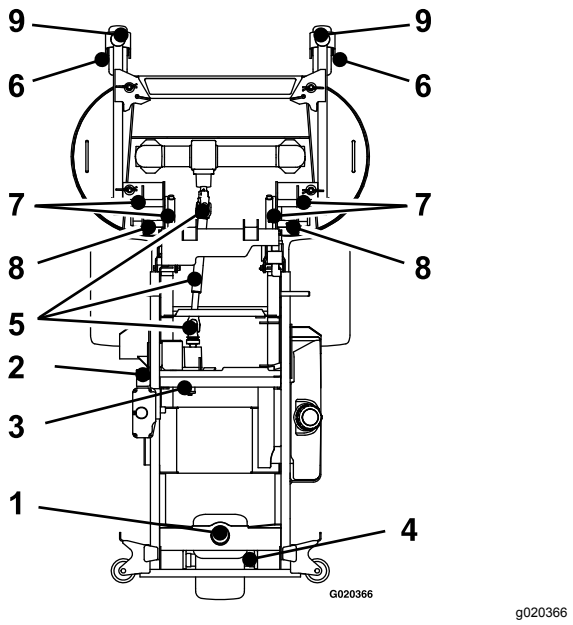

Figur 30
5. Smörja pumpremmens mellandrevsarm (Figur 30).